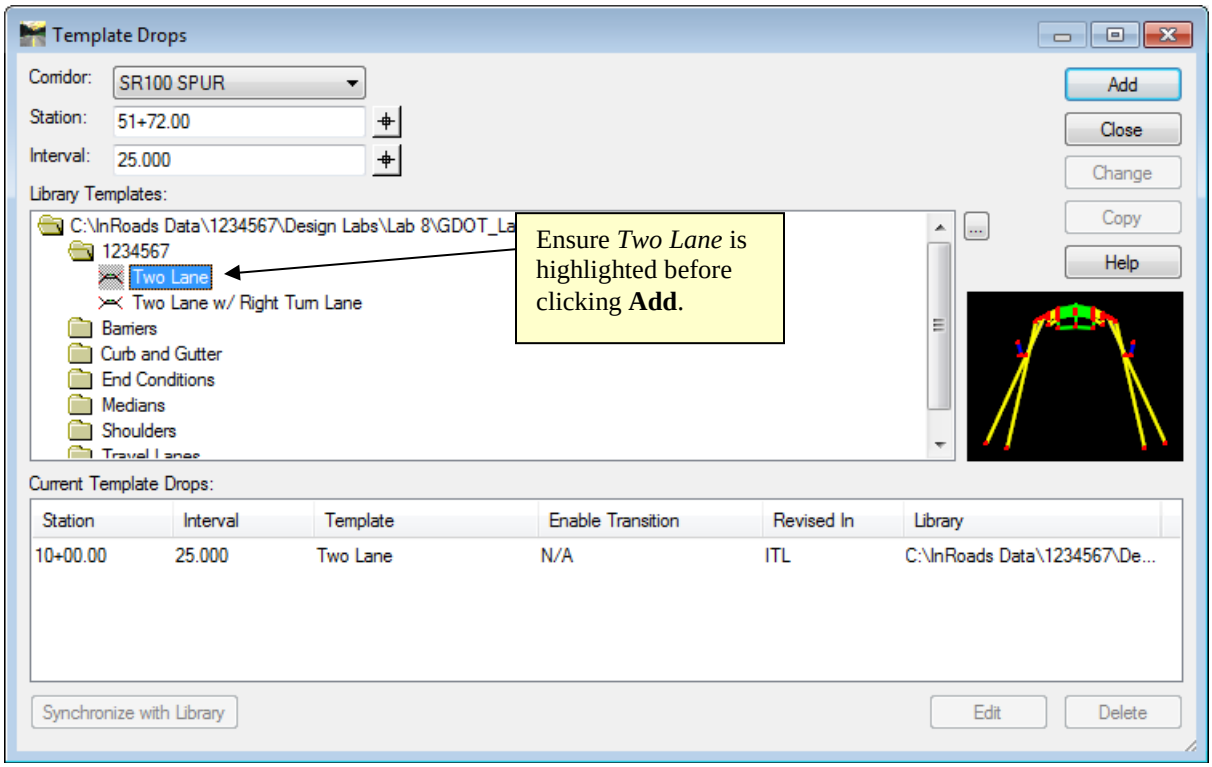
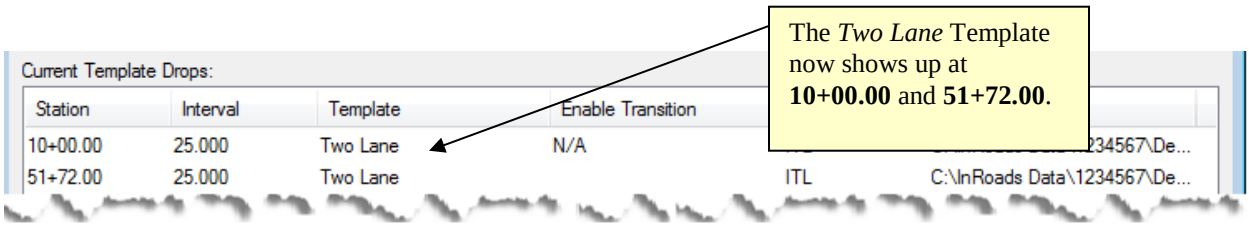

Figure L8-11 Template Drops
Figure L8-12 Template Drops
20.	**Add the 'Two Lane' Template at Station 51+72.00. This is the Station where the 'Two Lane' Template will end and begin transitioning to the 'Two Lane w/ Right Turn Lane' Template which we will add in the next step.** • In the **Template Drops** dialog, key-in a **Station:** of ***51+72.00*** • Highlight the ***Two Lane*** Template. • Ensure your entries match those shown in *Figure L8-11*. • Click **Add** but **do not** close the **Template Drops** dialog. • The ***Two Lane*** Template is added to the **Current Template Drops:** field as shown in *Figure L8-12*.